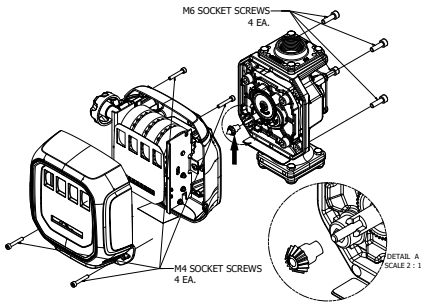

figure 2
The mechanical display case can be removed, rotated and reinstalled for easy reading with either horizontal or vertical flow (see Figure 2)
1. Using a 5mm hex wrench, remove the (4) M6 socket screws from back of housing.
3. Lift the mechanical display from the housing, rotate to desired orientation and place back on to housing Note: Ensure bevel gear is still present on center drive shaft as bevel gear is not retained, see Figure 2 for bevel gear location
4. Reinstall the (4) M6 socket screws and tighten to 42-46 lb-in [4.7-5.2 N·m] torque.